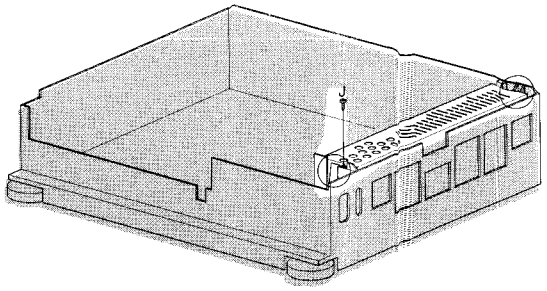
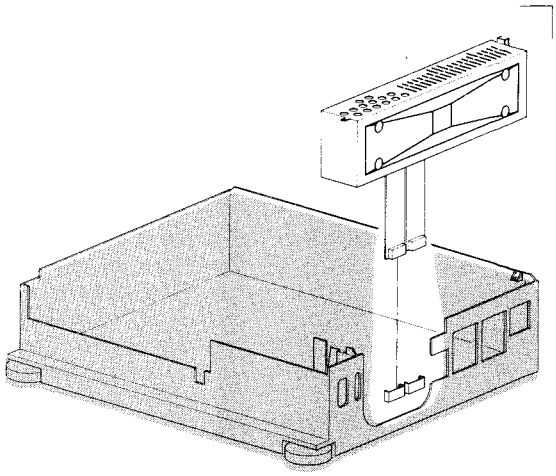

Fig. 2-4
Fig. 2-5
- Schraube J (siehe Bild 2-4) herausschrauben.
- Die Stromversorgung ist mittels zweier Einschnappkonstruktionen (siehe Bild 2-4) an dem Gehäuse verriegelt. Durch Entriegeln dieser Einschnappkonstruktionen lässt sich die Stromversorgung dem Gerät entnehmen. Die Stromversorgung kann dann mittels zweier Verlängerungsprintplatten in die Servicestellung gebracht werden (siehe Bild 2-5).